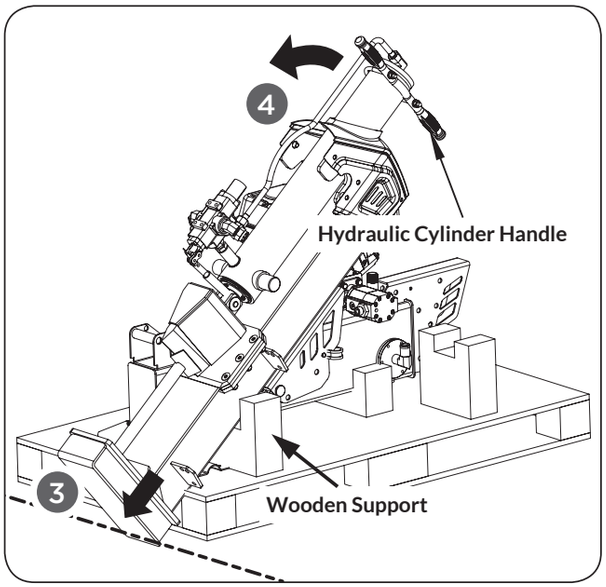

Figure 2b
2. Holding the cylinder handle up, Using the bottom wooden U-shaped block as support, then make sure the beam base safely grounded at a certain angle (See ***Figure 2b***, illustration 3). Need two people work together to let the whole beam in vertical position stably.